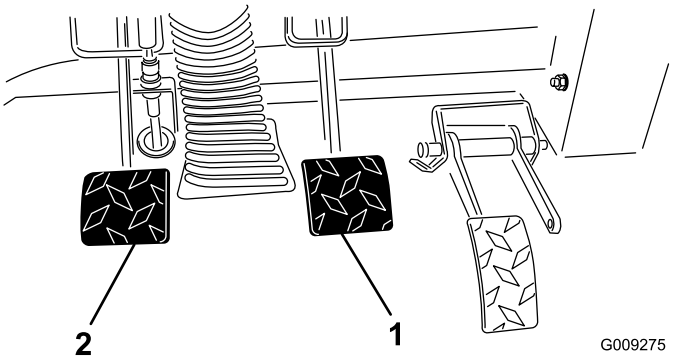

**Figur 65**
2. Løft op i bremsepedalen (Figur 65), indtil den berører stellet.